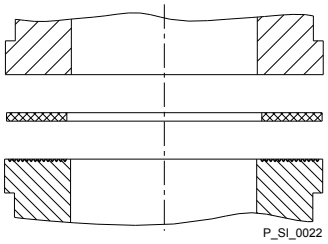

Рис. 15: Эластомерное плоское уплотнение для вкладыша без рифления
– При использовании вкладыша без рифления (например, другого изготовителя) необходимо установить эластомерное плоское уплотнение - см. Рис. 15.